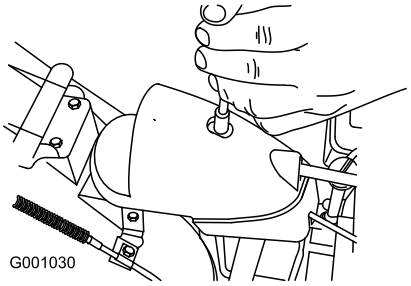

Figur 52
1. Ta bort fästanordningen på kåpan över kugghjulet (Figur 52), lyft upp kåpans främre del och skjut kåpan bakåt så att den inte är i vägen.